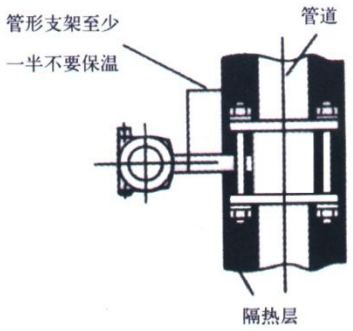

图 8 正确保温图
- 在测量蒸汽的管道中，为了防止转换器温度过高，仪表连接杆至少一半不要保温（如图 8 所示）。